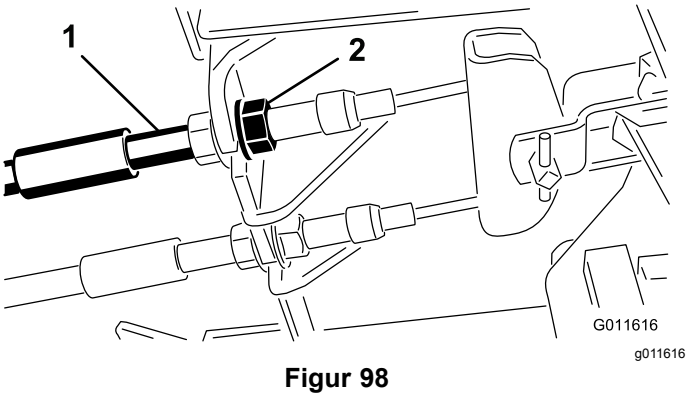

Figur 98
1. Tilspænd bremserne for at reducere bremsepedalernes frie vandring ved at løsne den forreste møtrik på bremsekablets gevindende (Figur 98).